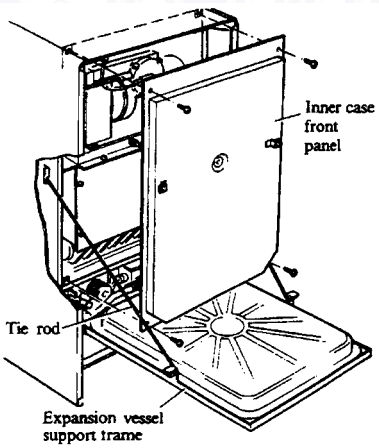

Fig. 32
Refer to Figs. 32, 33 and 34.
3. Remove the two tie rods from the retaining clips on the front of the expansion vessel frame and remove the split pins from the ends of the rods. Remove the two screws securing the expansion vessel support frame to the inner case front panel. Hook the plain ends of the tie rods into the brackets on the sides of the boiler. Carefully lower the expansion vessel and frame (hinged at the bottom). Locate the other ends of the tie rods in the brackets on the expansion vessel frame, then pass the split pins through the ends of the rods to secure them in place. See Fig. 32.
4. Remove the four screws (two at the top and two at the bottom) securing the inner case front panel and lift off the panel. See Fig. 32.
Refer to Figs. 32 and 35.
2. Sections 9.3 to 9.12 involve replacement of components within the room-sealed section of the boiler. All necessitate the removal of the inner case front panel, see Fig. 32, as follows:
b. Remove the two tie rods from the retaining clips on the front of the expansion vessel frame and remove the split pins from the ends of the rods. Remove the two screws securing the expansion vessel support frame to the inner case front panel. Hook the plain ends of the tie rods into the brackets on the sides of the boiler. Carefully lower the expansion vessel and frame (hinged at the bottom). Locate the other ends of the tie rods in the brackets on the expansion vessel frame, then pass the split pins through the ends of the rods to secure them in place. See Fig. 32.
c. Remove the four screws (two at the top and two at the bottom) securing the inner case front panel and lift off the panel. See Fig. 32.